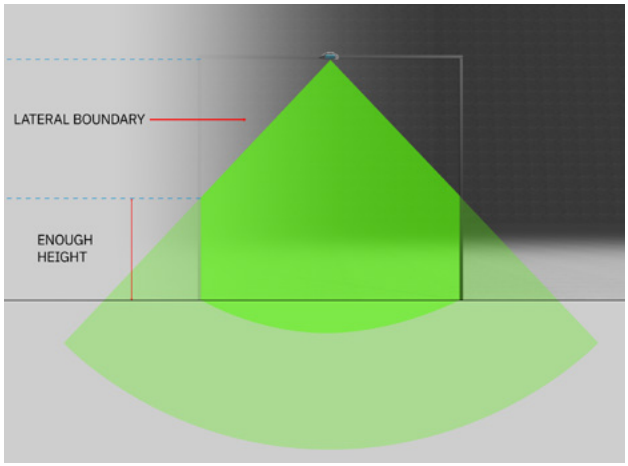

Figure 2a: lateral boundary effect
- For installation heights below 4 m, the effect of the lateral boundary of the radiation cone becomes predominant. This effect shall be taken into account to ensure sufficient illumination height at the maximum lateral width to be protected (Refer to Figure 2a);